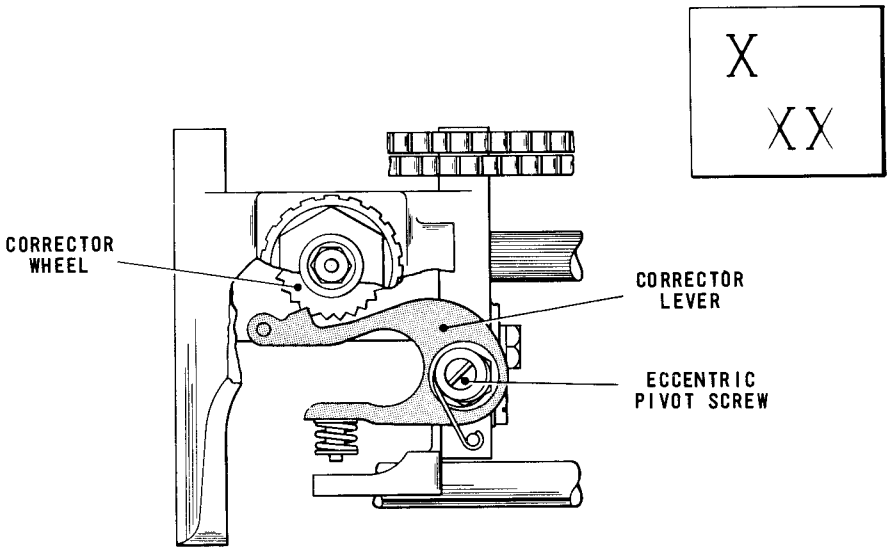

Fig. 4.49 TYPEHEAD CORRECTOR MECHANISM
(b) Pull the typehead back so that the corrector lever, Fig. 4.49, is out of engagement and, turning the typehead lightly to the left to take up the backlash, press the typehead casting towards the platen so that the letter is printed again on the lower line.
(f) Check that the image printed appears as shown in the inset to Fig. 4.49. This inset shows the image obtained when the backlash is equal in both directions.
57.4 If this is not so, slacken the screw securing the eccentric pivot of the corrector lever, Fig. 4.49, and turn the pivot until the letter 'X' is correctly positioned. Holding the pivot in this position with a spanner, tighten its securing screw.
58.1 Depress the letter 'X' key or, if the machine has no keyboard, set up the letter 'X' combination (MSMMM) on the pins. Lift the translator clutch abutment and turn the machine by hand until the typehead moves forward to print. Press the typehead casting forward so that the typehead moves towards the platen. Using slip gauge TA1337, check that when the corrector lever, Fig. 4.49, is fully engaged with the corrector wheel, the typehead is within .100 - .125 in. of the platen. Check for this condition with the typehead at both ends of its traverse.